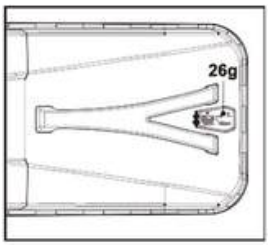

Abb. 15
2. Wenn die Klappe (26g) geschlossen ist, ist der Korb (26) voll und muss geleert werden (Abb. 15).